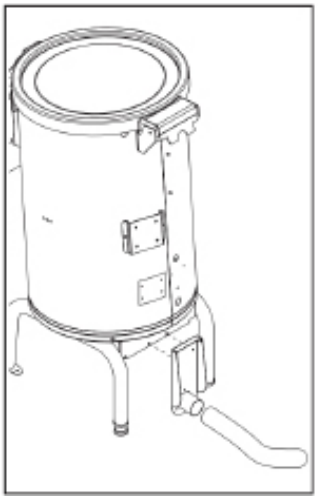

Fig. 15.
- Fixez le support du tube d'éjection arrière à la machine (Fig. 15).